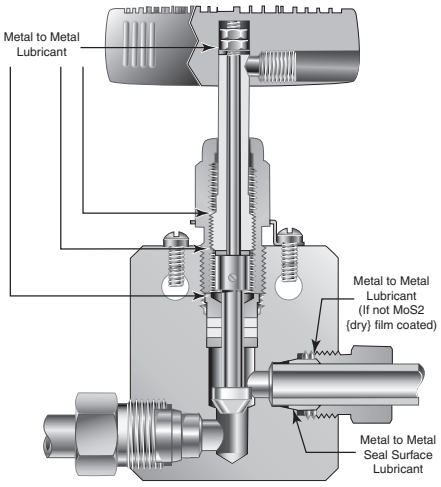

Figure 1
2. **Hand Valves** - Ideally, the non-rotating stem should be lubricated along the shank that fits into the threaded stem sleeve as well as on the surfaces that are in contact with the stem washers. The threaded stem sleeve should be lubricated on the stem threads and at the ends (see Figure 1). The packing gland should be lubricated on the external threads and on the end that is in contact with the packing washer. For valves with replaceable seats, the external threads on the seat retainer and the portion of the seat retainer in contact with the seat should be lubricated.